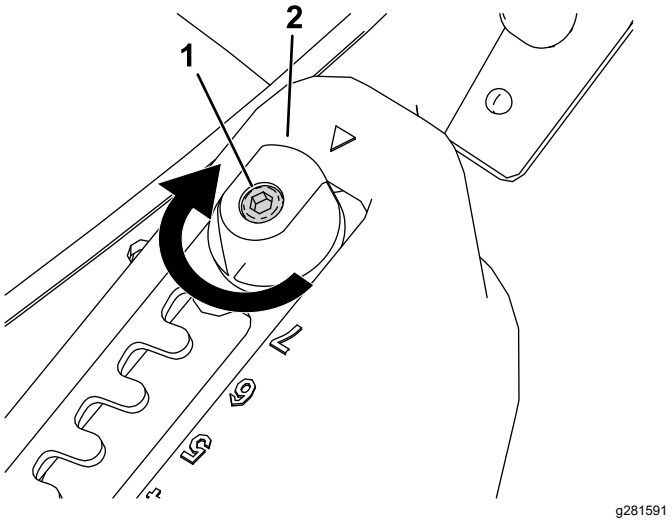
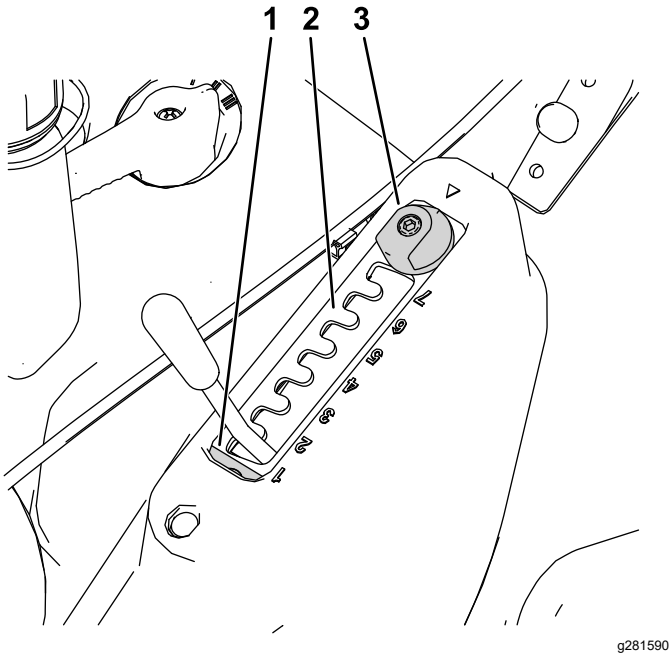

Figura 13
Figura 14
1. Allentate il bullone di fissaggio della piastra del selettore con una chiave Allen (Figura 13).
2. Ruotate il regolatore MatchCut di 180° (Figura 13 e Figura 14).